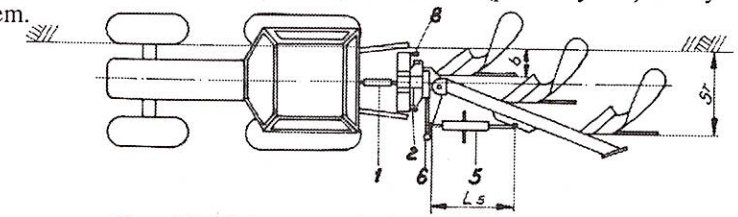

Rys. 15. Wstępna regulacja pługa.
- sprawdź wstępne wypoziomowanie pługa w kierunku podłużnym. Regulacji dokonuje się za pomocą górnego łącznika ciągnika (poz.1 Rys.15);
- Regulację poprzeczną przeprowadź za pomocą wrzeciona suwaka (Rys.15 poz.6) przesuwając ramę z korpusami tak, aby dziób lemiesza pierwszego korpusu znalazł się w odległości równej nominalnej szerokości korpusu od ścianki bruzdy poprzedniego przejazdu.